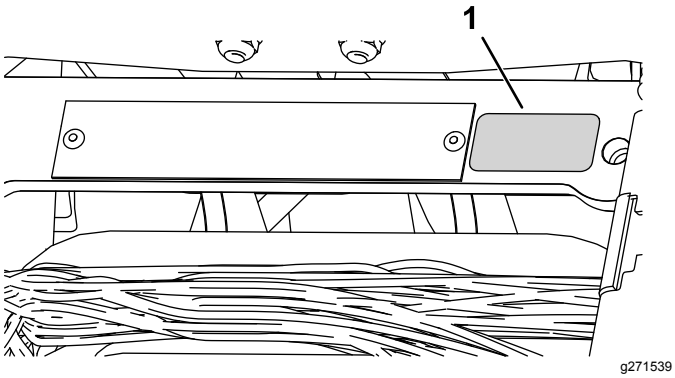

Figur 10
- Fastgør mærkaten med produktionsåret tæt på serienummerpladen (Figur 10).